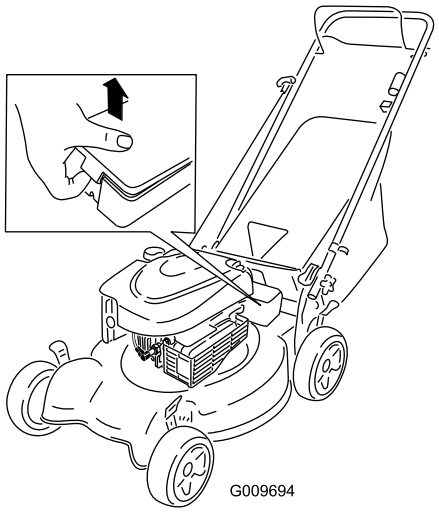

Bild 25
1. Lösen Sie die beiden Clips an der Batteriefachabdeckung und nehmen Sie sie ab (Bild 25).